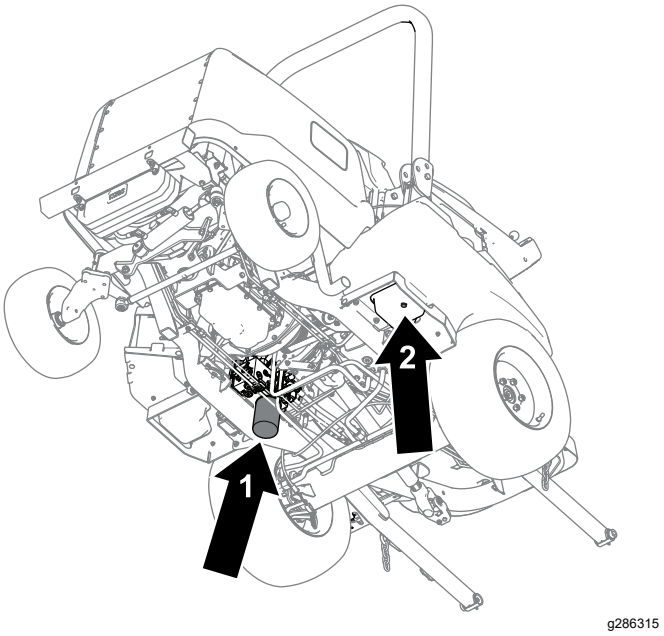

Figura 81
4. Rimuovete il tappo di spurgo (Figura 81) dalla base del serbatoio e lasciate fuoriuscire il fluido idraulico nella bacinella.
6. Collocate una bacinella di spurgo sotto il filtro (Figura 81), togliete il filtro e lasciate defluire l'olio rimanente nella bacinella.